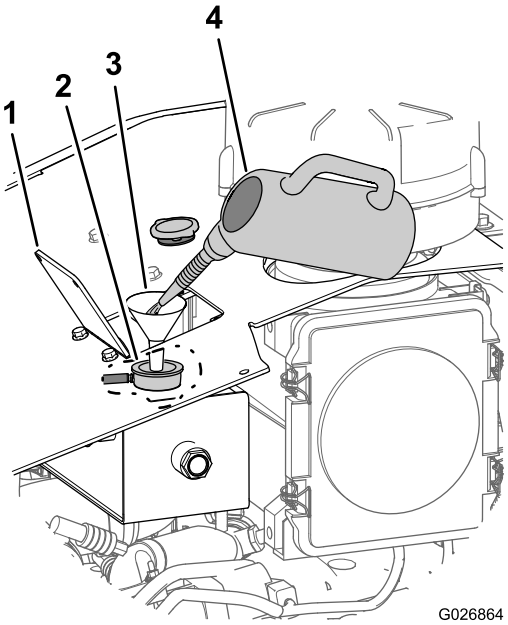

Figure 101
B. Ajoutez une solution de nettoyage dans le circuit de refroidissement par le goulot de remplissage du vase d'expansion (Figure 101).